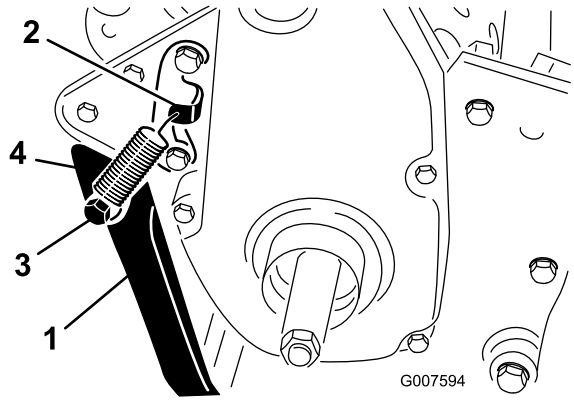

Figur 5
1. Hekt fjæren inn i hullet på fjærbraketten og videre på fjærholderen mens du justerer støtten i forhold til monteringshullene bak på rammen (Figur 5).
2. Monter støtten til hver side av rammen med en bolt, en låseskive, en flat avstandsskive og en låsemutter (Figur 5). Plasser avstandsstykket i støttens monteringshull.